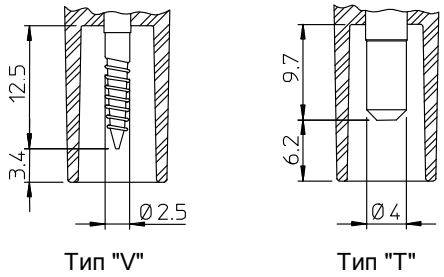

Рис. 8
- V: резьбовое соединение (Рис. 8);
T: Соединение с разъемом ∅ 4 (Рис. 8);
Соединение высоковольтного кабеля осуществляется внутри изолятора и доступно в 2 вариантах: резьбовое соединение, или соединение разъемом ø4 мм, как показано на Рис.8. Все разъемы, включая разъемы с кабелем доступны к заказу по запросу.